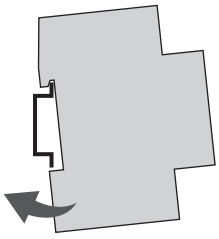

Fig. 5: Montaje en carril DIN
1. Coloque el módulo LAN desde arriba en el carril DIN (fig. 5) y apriete hacia atrás hasta que quede encajado.